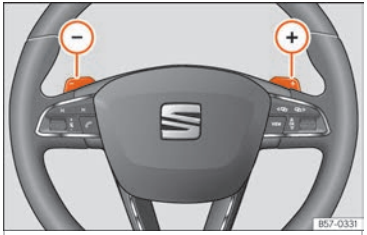

Fig. 143 Steering wheel: automatic transmission levers
- Press the gearshift paddle (+) to select a higher gear ››› Fig. 143.